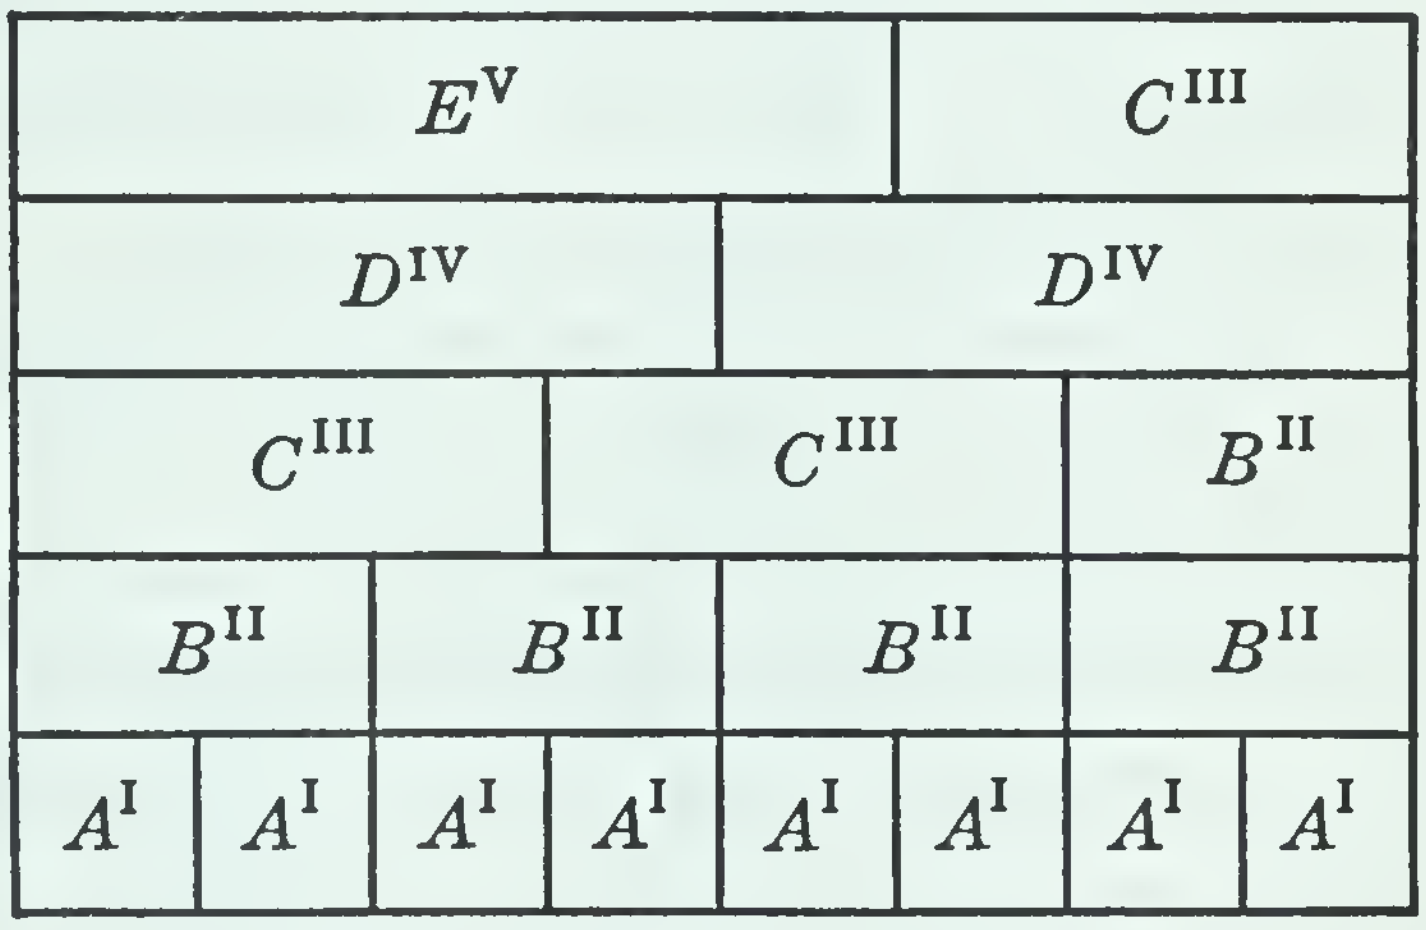

FIG. 146. Exercise in valence
1. Copy Fig. 146 (or a similar one) on a piece of white cardboard; then cut it into sections along the heavy lines. The numerals represent valence. Thus *A* represents one atom of a univalent element; *B*, one atom of a bivalent element; *E*, one atom of a quinquivalent element.